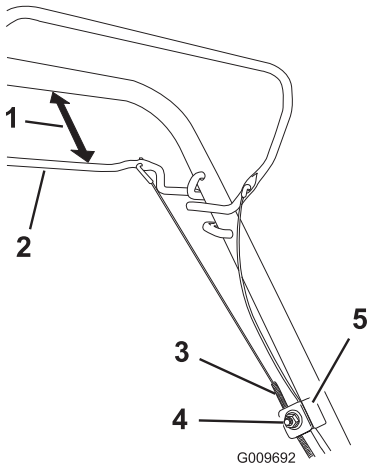

Bild 29
1. Lösen Sie die Kabelstützenmutter (Bild 29).
2. Halten Sie den Selbstantriebsbügel 25 bis 38 mm vom Bügel entfernt (Bild 29).
3. Ziehen Sie den Kabelmantel (zum Rasenmäher), bis das Kabel stramm ist (Bild 29).